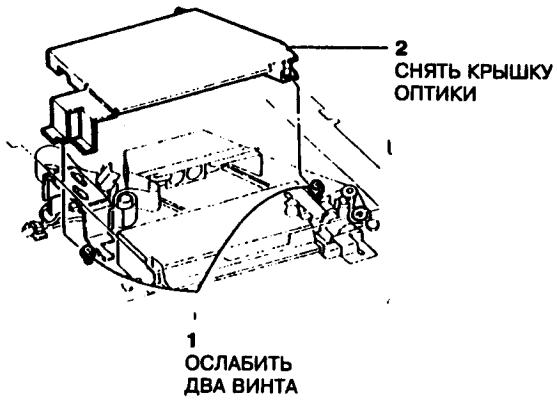

Рис.1 Снятие крышки оптики.
2. Снять крышку оптики (рис.1).